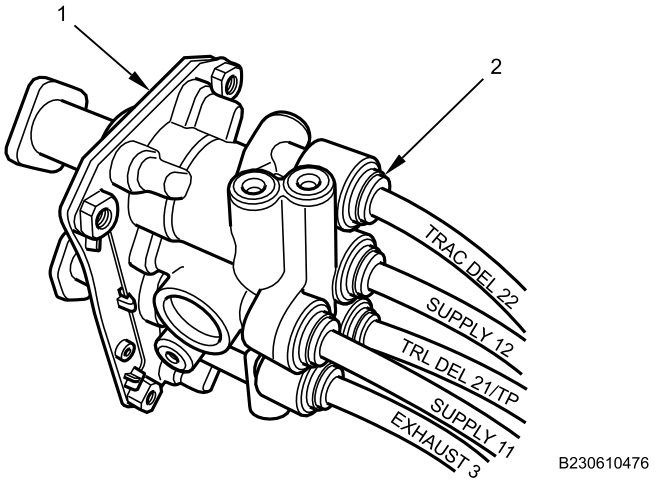

Figure 2. Hand Brake Control Valve.
5. Remove air line (Figure 2, Item 2) from hand brake control valve (Figure 2, Item 1).
6. Repeat for remaining air lines (Figure 2, Item 2).